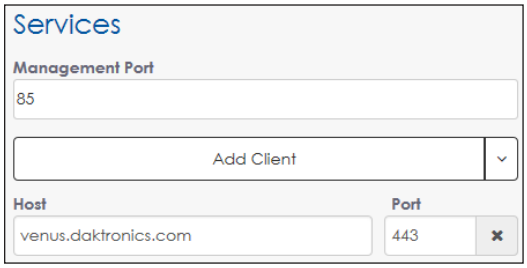

Figure 48: *Services - Venus-Hosted*
- **Venus - Hosted:** This option is for the Daktronics-hosted (remote, cloud-based) Venus® Control Suite software program. When this is chosen, the **Host** field is **venus.daktronics.com** and the **Port** field is **443** by default. Refer to **Figure 48**.